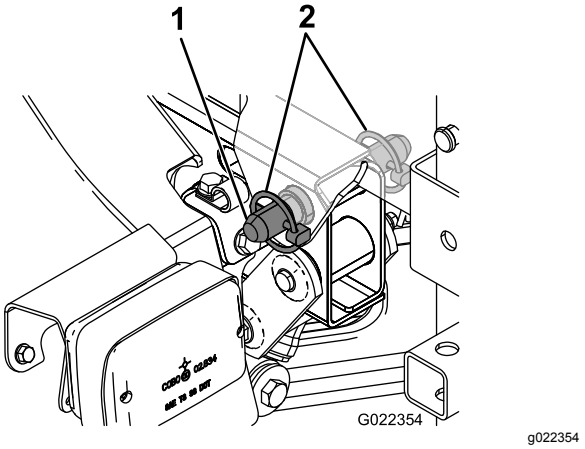

Figur 10
5. Rikta in hålen i tappfästena på baksidan av tankplattformen med hålen i flakets vridbara rör i änden på fordonets ram (Figur 10).
6. Montera en konisk sprintbult och två hjulsprintar vid tappfästet så att tankplattformen hålls fast mot ramen (Figur 10).